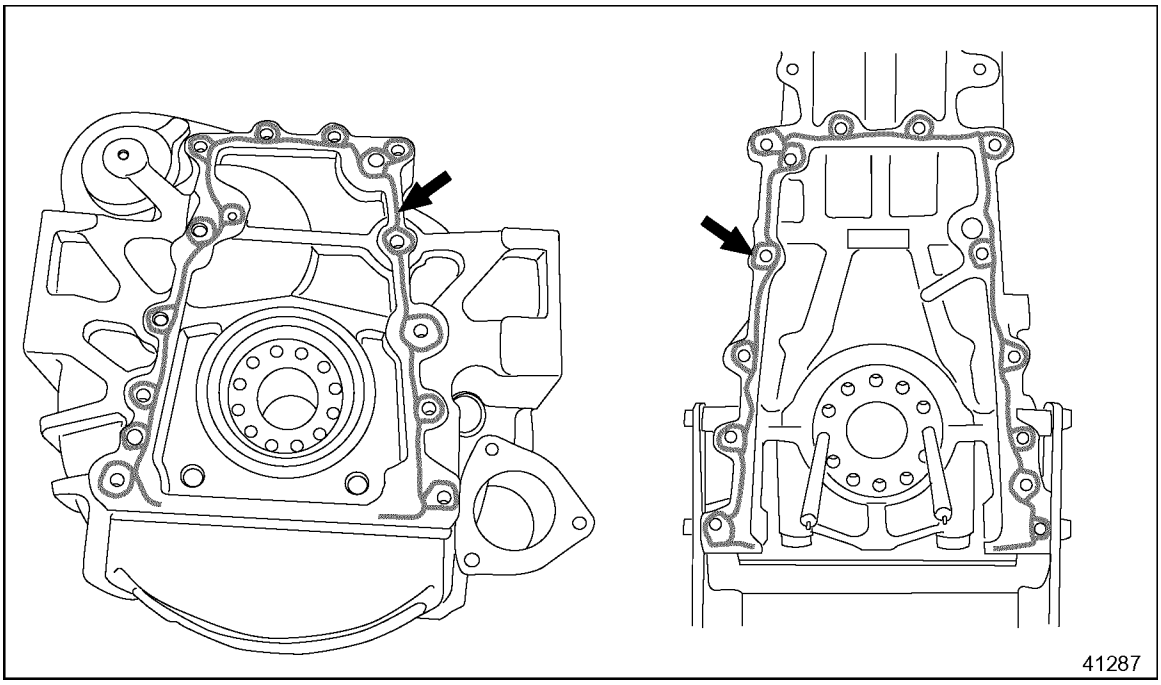

Figure 9-7 Removal of Gasket Eliminator®
10. Remove Gasket Eliminator®, Kent-Moore® part number or equivalent PT 7276 from the flywheel housing and block at this time. See Figure 9-7.